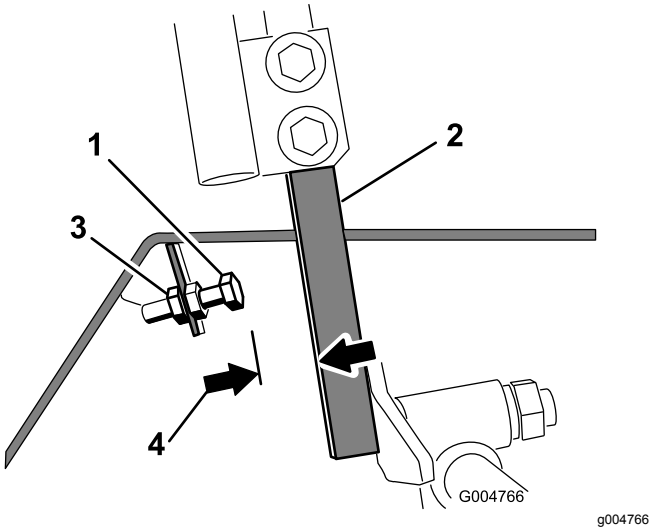

**図 54**
4. コントロールレバーのストップボルトについているジャムナットをゆるめる図 54。